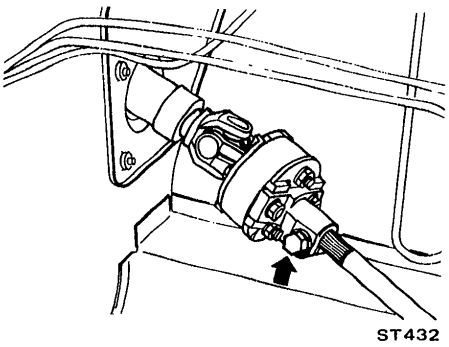

Fig. ST-4 Removing rubber coupling bolt
1. Disconnect steering column assembly from lower joint shaft at rubber coupling by removing bolt. See Figure ST-4.